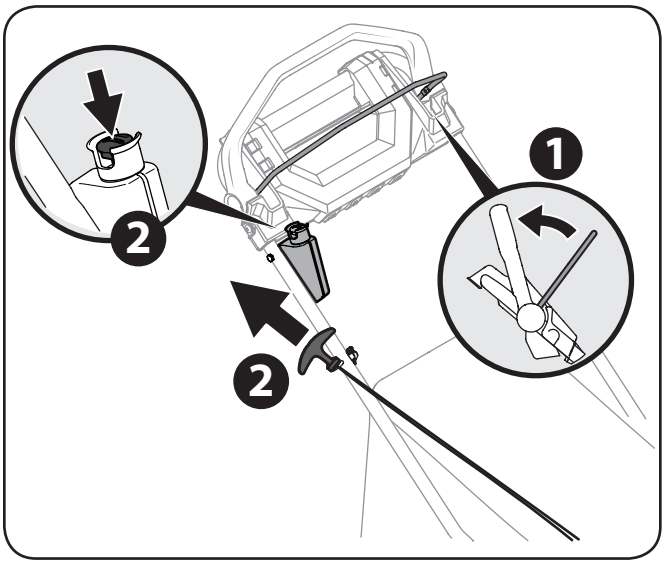

Figura 5-1
2. **Arrancador de Retroceso:** Sostenga firmemente las dos manijas juntas, tome la manija del arrancador de retroceso y tire de la cuerda para sacarla con un movimiento rápido y continuo. Vea la Figura 5-1. Mantenga firme la manija del arrancador, deje que la cuerda regrese lentamente al arrancador.Repita hasta que el motor esté en marcha. Deje que la cuerda se enrosque lentamente de regreso. **Arranque eléctrico (si lo tiene):** Inserte la llave de empuje de plástico unido al botón de arranque hasta que encaje pulg. Presione el botón del motor de arranque para arrancar el motor. Vea la Figura 5-1.